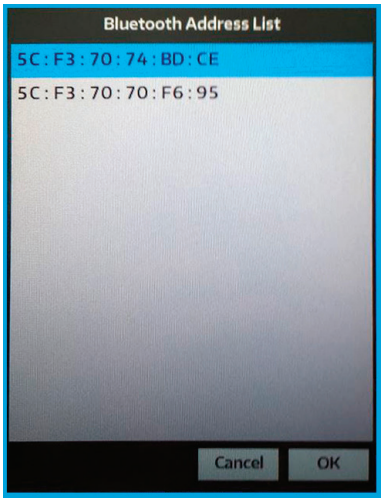

Figure IS-24 Bluetooth Address
10. Once the Bluetooth address is displayed, select the address that matches the address on the ClearChart and click “OK.” Refer to Figure IS-24.